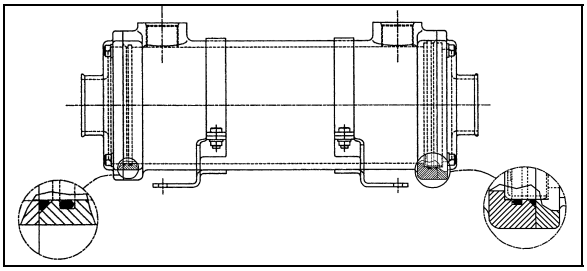

FIGURE 9: OIL COOLER INSTALLATION 07053
10. If the vehicle is equipped with a retarder; install the bracket on the transmission and tighten the bolt to 71-81 lbf•ft (96-110 N•m). Install the transmission rubber mount between the rubber support and the frame with a bolt, nut and washer. Tighten the nut until the tolerance of 58 ± 2 mm is met (Fig. 9).